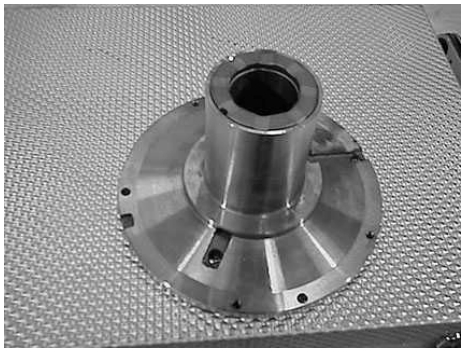

Fig. 28
6.07 Heat the Bush Holder (09.09) to 300°C (572oF) remove from oven with the block holding in Front Bush, now insert the Back Bush (09.10A) ensuring that it is fully seated and the flow grooves are aligned with the Front Bush flow grooves. Insert the Thrust Pad (09.13) ensuring that it is fully seated and that the flow grooves face outwards. - **Fig. 28**